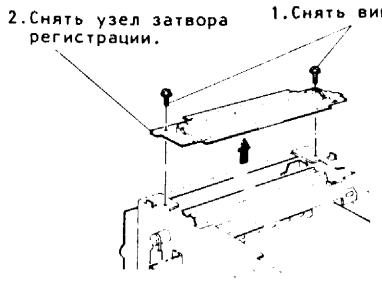

Рис.3. Снятие узла затвора регистрации
(8) Закрыть машину и закрыть переднюю крышку.
(9) Снять узел затвора регистрации (рис.3).